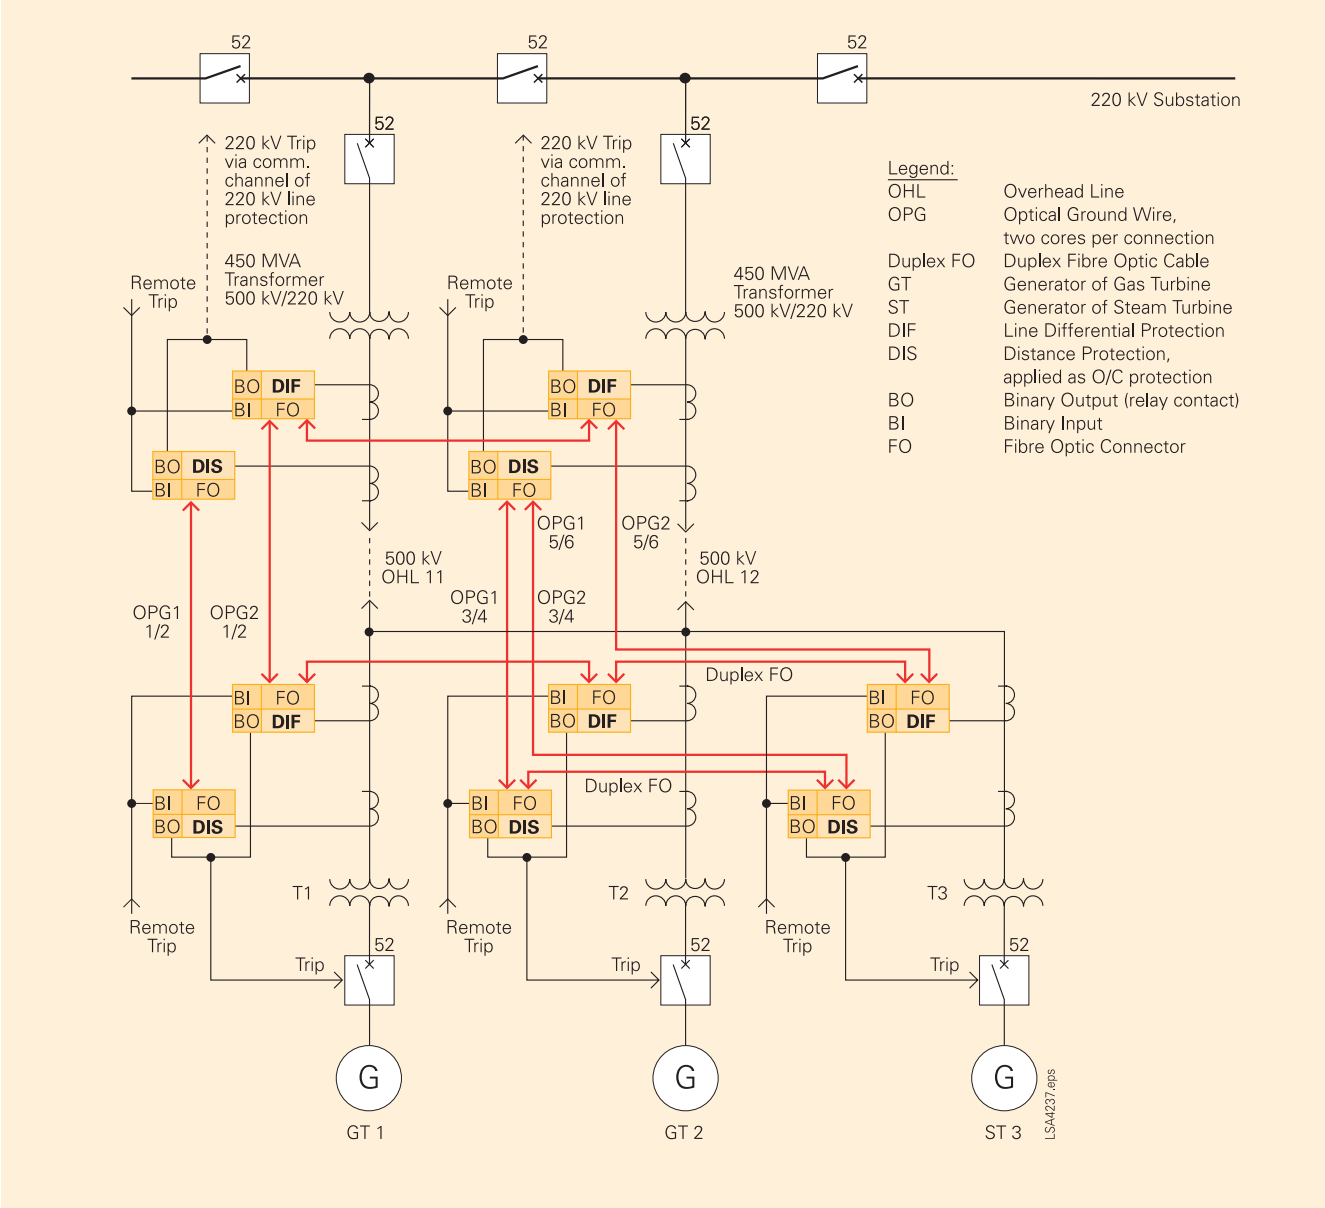

Bild 5 SIPROTEC Leitungsschutz für Schutzbereich mit 5-Enden
- Phase 1: Schutz des 5 Enden- Übertragungssystems während der Testphase des Kraftwerks (Bild 5).